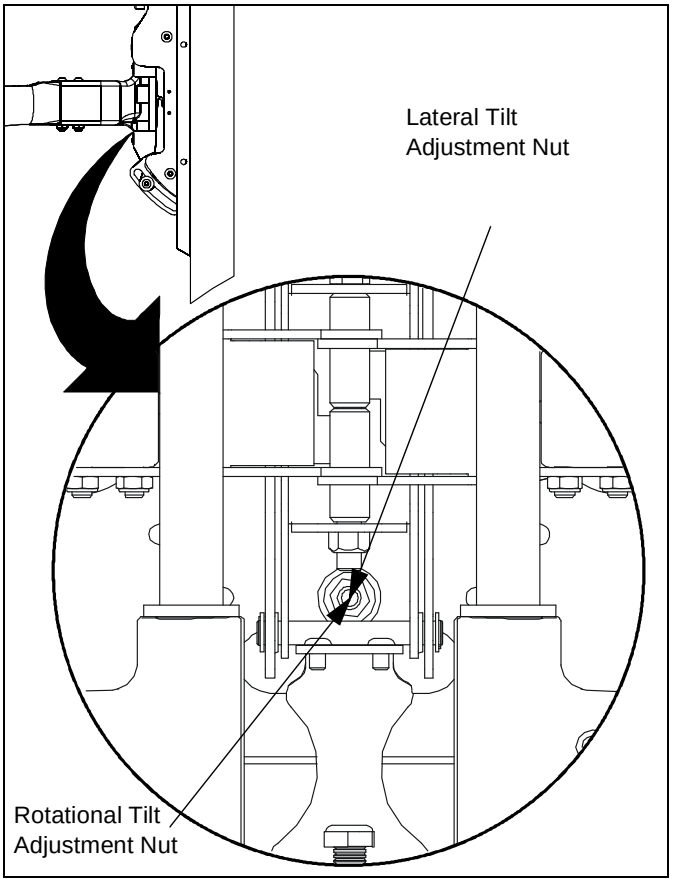

Figure 11
1. Using a 9/16” wrench (not provided), slightly tighten or loosen lateral tilt tension adjustment nut. (See Figure 11)
1. If necessary, loosen or tighten bottom rotational tilt tension adjustment nut. (See Figure 11)